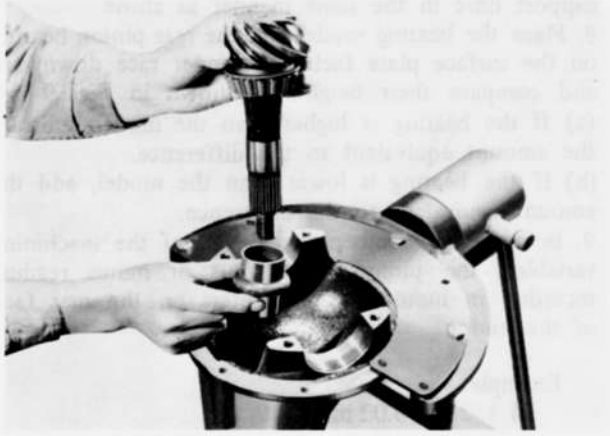

Fig. 9–25 Installing pinion and collapsible spacer
1. Position the pinion assembly in the carrier and install the collapsible spacer as shown in Fig. 9–25.